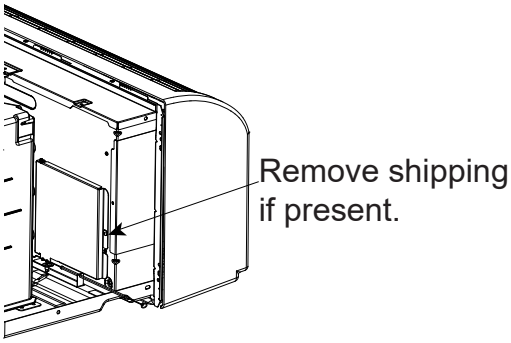

Fig. C.5.2.2–Shipping Screw Location
2.Remove shipping screw from the vent door,if present.See Fig. C.5.2.2